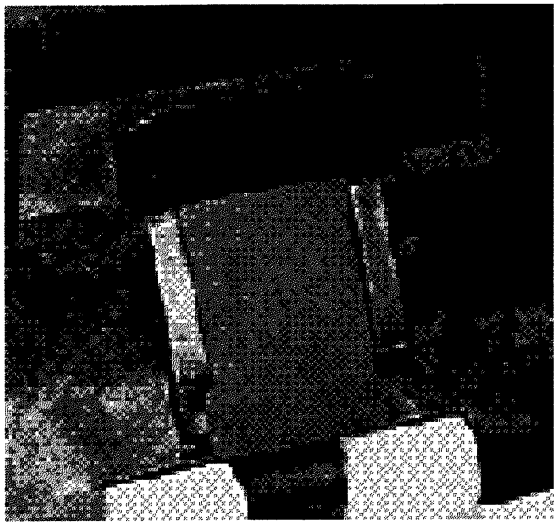

Рис. 4-35 **Тормозная площадка ADF**
1. Откройте крышку сканера. Тормозная площадка ADF расположена на обратной стороне крышки сканера (рис. 4-35).